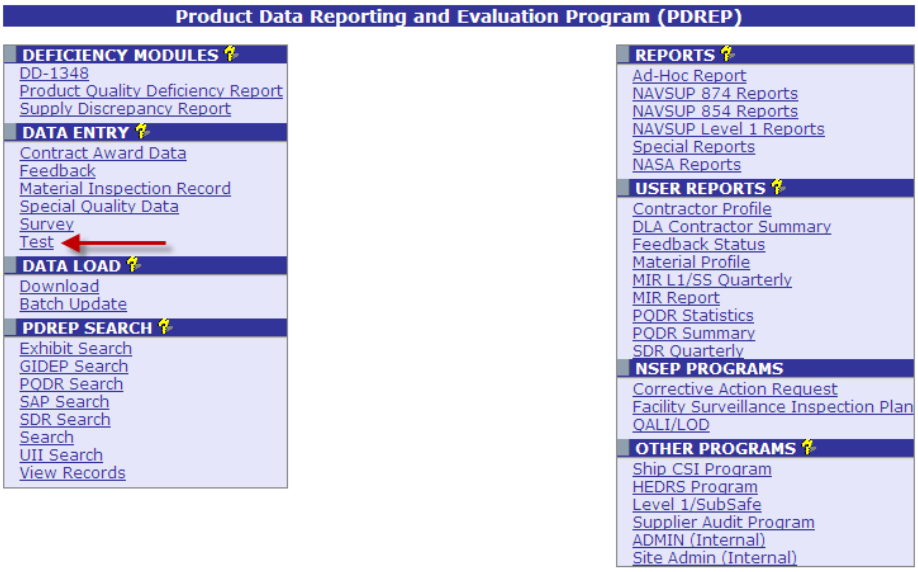
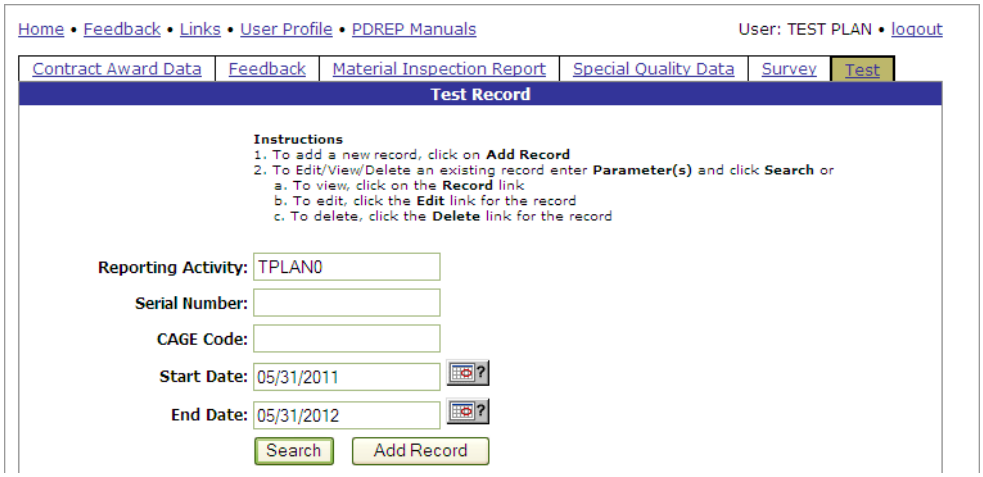

Figure 4.1
Figure 4.2
a. From the PDREP Main Menu (Figure 4.1), click the Test link to access this module. The Test Record form displays (Figure 4.2).